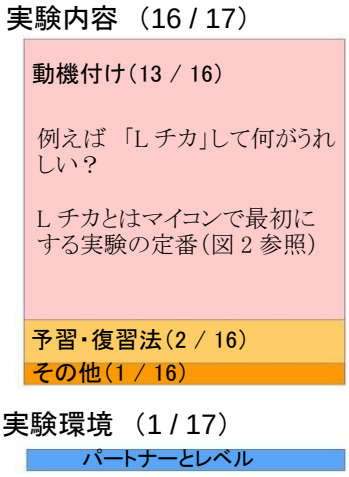

図 1　プレゼンで不満とされた事柄
(1) 従来の学生実験への不満（2019 年度の結果を図 1 に示した）　(2) その不満を解決するアイディア　(3) 学生実験のタイムスケジュール　(4) 提案する実験のイメージ又は装置回路図